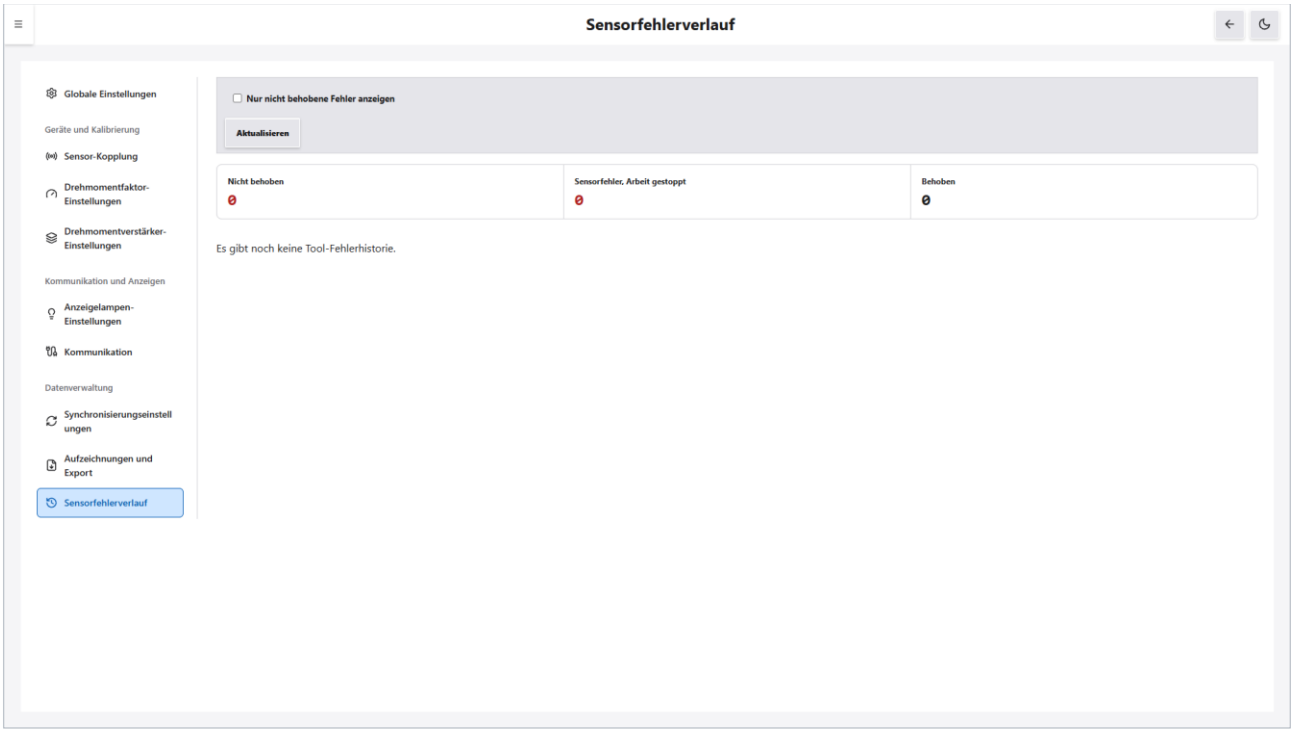

Abbildung 12-11 Sensorfehlerverlauf: keine Ereignisse
Abbildung 12-11 zeigt den Zustand ohne Fehlerereignisse: Alle drei Statistikwerte sind 0, und darunter wird „Es gibt noch keine Tool-Fehlerhistorie.“ angezeigt.
1. Öffnen Sie „Sensorfehlerverlauf“. Der Bildschirm zeigt die Statistikzeile und die Ereignisliste (wie in Abbildung 12-11, wenn keine Ereignisse vorhanden sind).